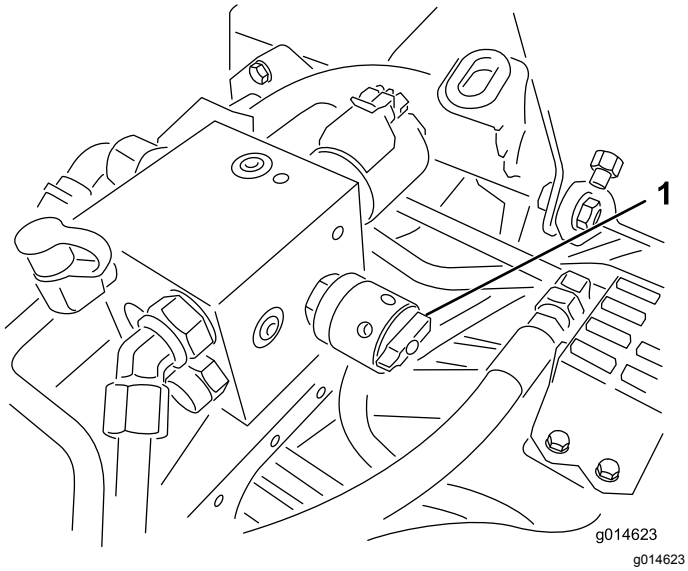

Figuur 35
4. Om het toerental in te stellen, draait u aan de knop (Figuur 35) tot de wijzer de gewenste instelling aangeeft.